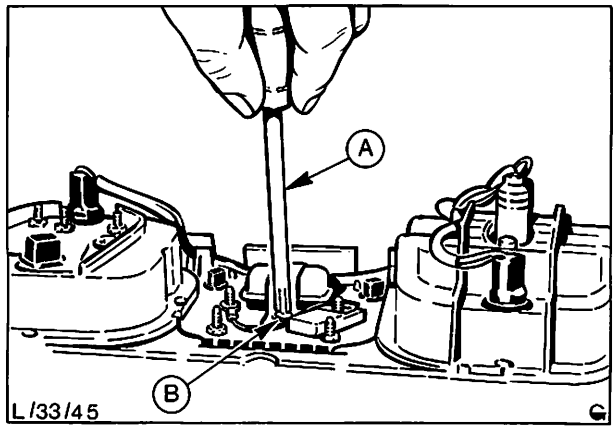

Abb. 49 A = Schraubenzieher
1. Kreuzschlitzschraube des Spannungsreglers – Kombi-Instrument entfernen und Regler ausbauen, Abb. 49.